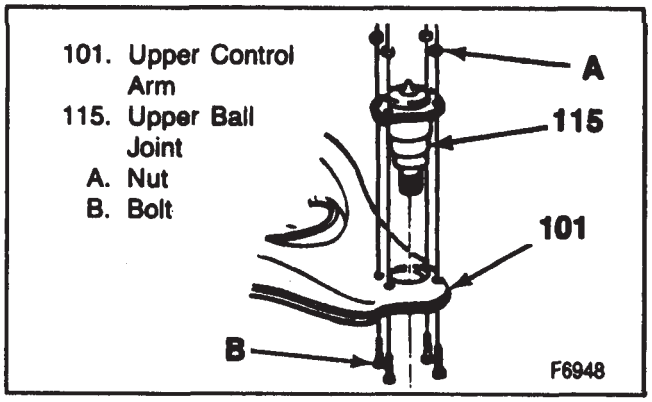

Figure 48—Installing the Upper Ball Joint
2. Bolts (B) and nuts (A) to the ball joint (figures 48 or 49).